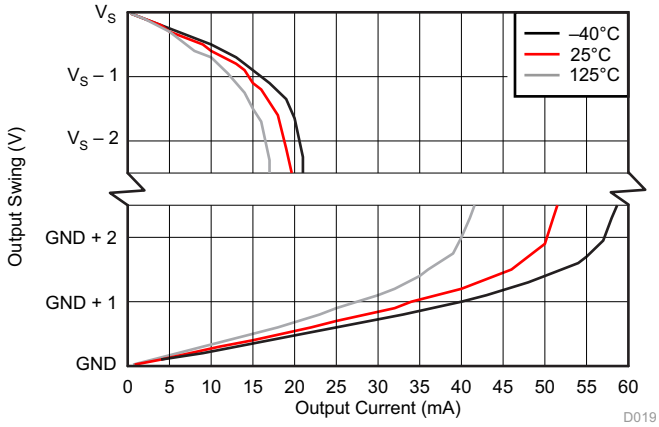

图 19. Output Voltage Swing vs Output Current
(1) RTI = referred-to-input.
(2) Offset voltage is obtained by linear extrapolation to V_{SENSE} = 0 V with V_{SENSE} = 10% to 90% of full-scale-range.
(3) See 图 19.
(4) Swing specifications are tested with an overdriven input condition.